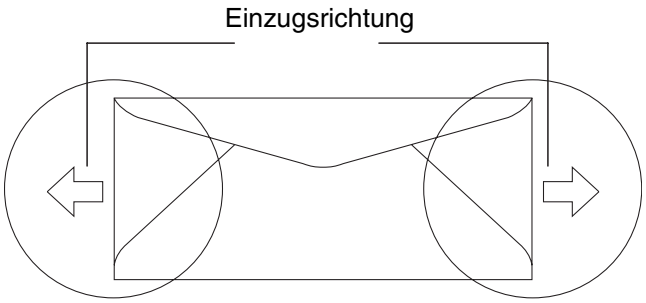

Abbildung 1-10
- Die Umschläge sollten an den in Abbildung 1-10 eingekreisten Stellen zweilagig sein.